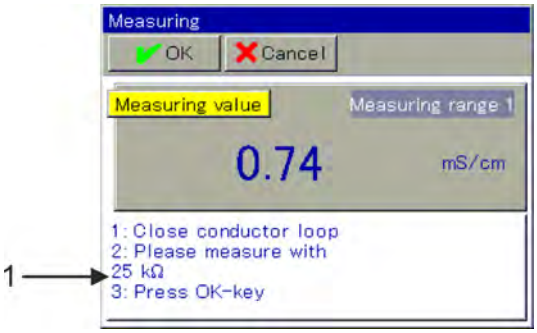

Fig. 78: Follow the instructions (1)
9. Set the calibration to 25 kΩ. When the measurement display has stabilised, confirm with "OK". (See Fig. 78 .)